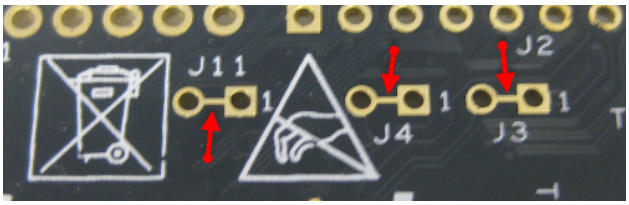

Figure 38: Cut Traces between Jumpers on FRDM Board
1. Cut the traces on the backside of the board with a sharp knife. Be careful to only cut the trace between the pins, and not any other trace. (Figure 38).